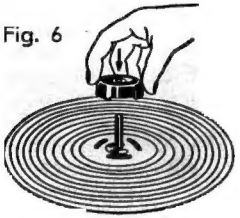

Fig. 6
2.21 Kurze Spielerachse mit Spitze nach unten einsetzen (Fig. 6).
2.21 Insert single-play spindle with pointed end downwards (Fig. 6).